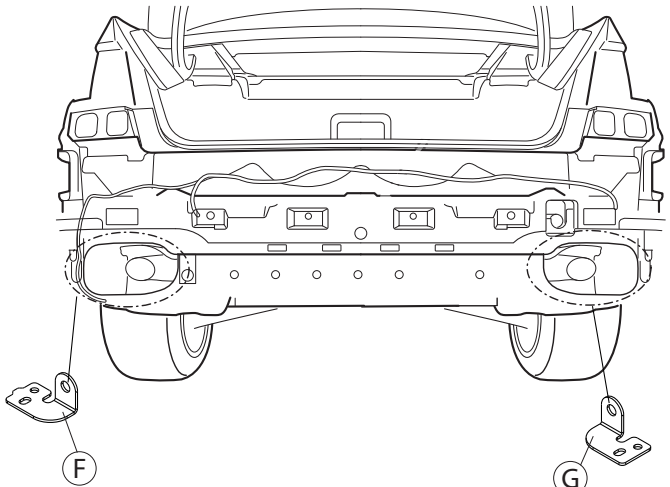

Fig.2
4. **Внимание:** у тех моделей, у которых были сняты кронштейны выхлопной трубы, поставить их снова на место, используя полосу F и G в точках E. См. рисунок 2.